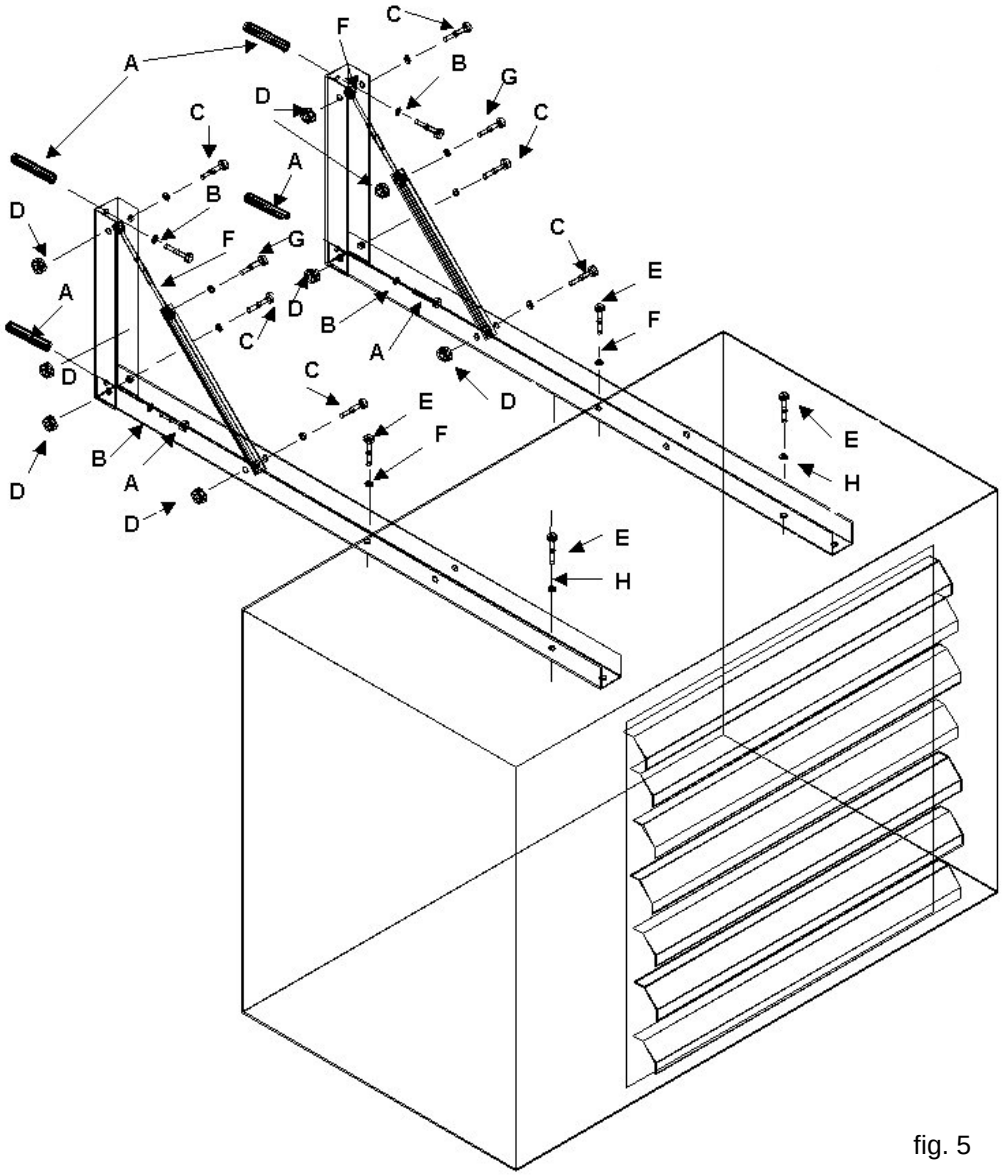

fig. 5
- ✓ Собрать различные элементы, составляющие опорные кронштейны, используя винты, входящие в поставку, и руководствуясь указаниями на рис. 5.
На рис. 5 отображена сборка опорных кронштейнов и правильная блокировка генератора к кронштейнам.